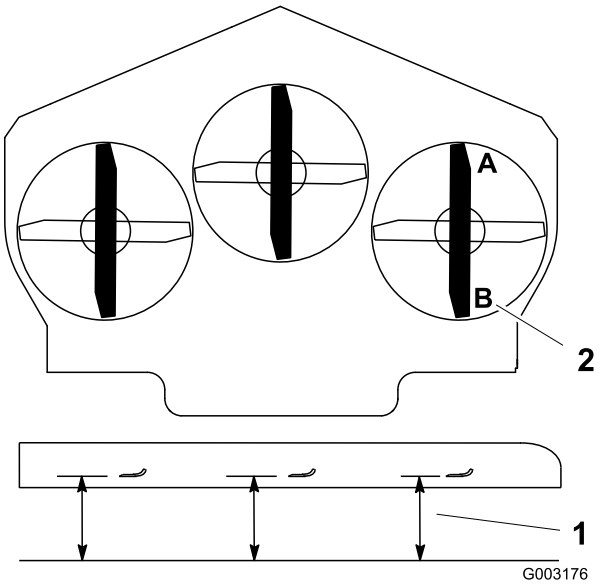

Figuur 77
1. Zet het rechter maaimes in de schuinstand (Figuur 77).
2. Meet het rechtermes bij punt **A**. Meet de afstand tussen een horizontaal oppervlak en de snijrand van het maaimes (Figuur 77).
4. Meet het rechtermes bij punt **B**. Meet de afstand tussen een horizontaal oppervlak en de snijrand van het maaimes (Figuur 77).
6. Het maaimes moet 6 tot 10 mm lager staan bij punt **A** dan bij punt **B** (Figuur 77). Indien dit niet het geval is, gaat u als volgt te werk.